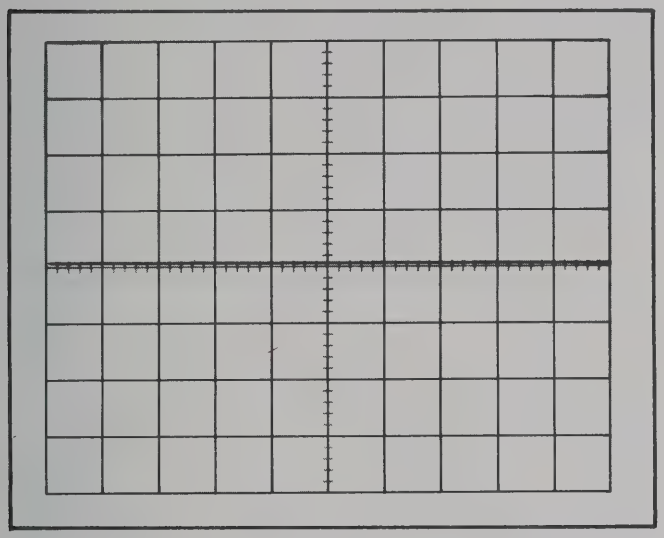

Fig. 5-10. Typical CRT display showing correct channel isolation ratio.
f. CHECK—CRT display 0.1 division or less in amplitude (channel isolation ratio 100,000:1 or greater; see Fig. 5-10).
i. CHECK—CRT display 0.1 division or less in amplitude (channel isolation ratio 100,000:1 or greater; see Fig. 5-10).